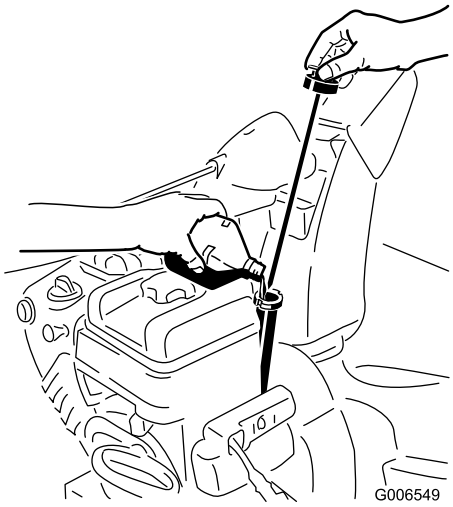

Figur 41
2. Ta ut peilestaven, og kontroller oljenivået (Figur 41). Hvis oljenivået er under Add-merket på peilestaven må du fylle på mer olje. Se Fylling av olje i motoren.